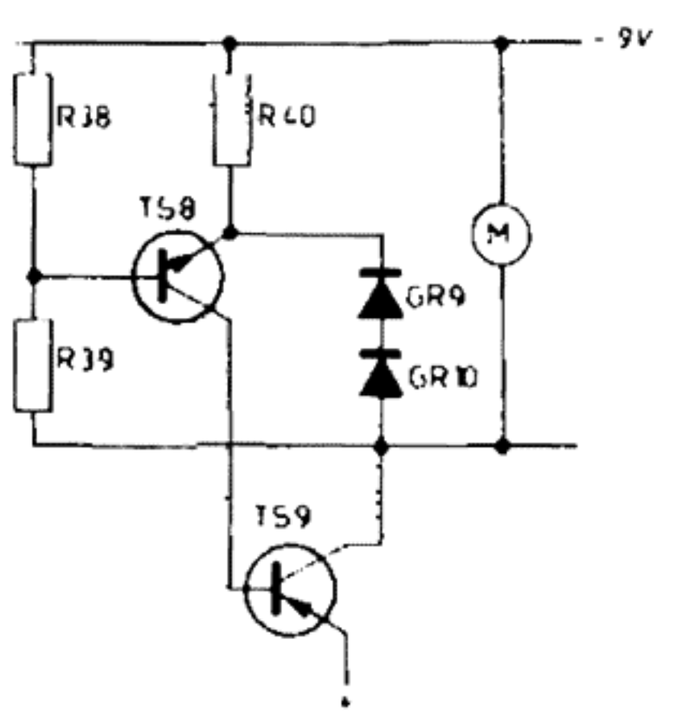

Fig. 2
a. Supply voltage variations, Fig. 2